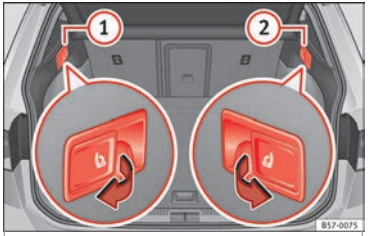

Fig. 144 In the luggage compartment: levers for remote release of the left part (1) and right part (2) of the rear seat backrest.
- Pull the remote release lever of the left part ››› **Fig. 144** (1) or right part (2) of the backrest in the direction of the arrow. The released part of the rear seat backrest is folded automatically down and forwards.